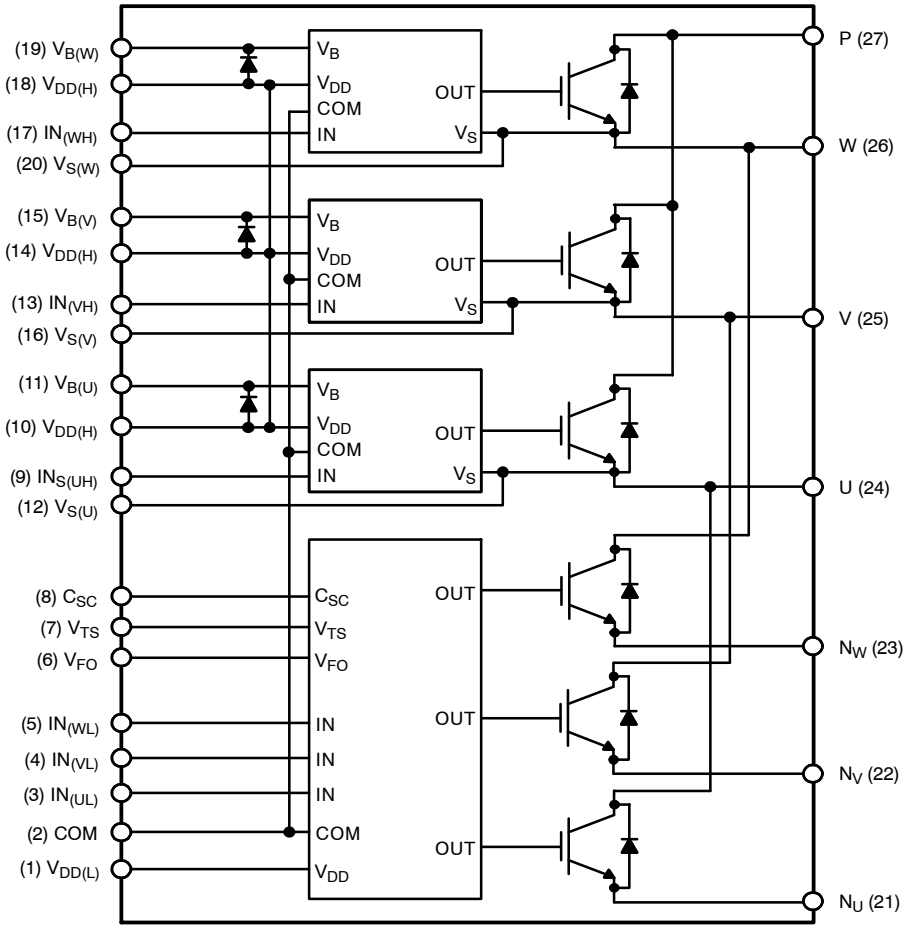

Figure 2. Internal Block Diagram
- 600 V − 50 A IGBT inverter for three−phase DC / AC power conversion (Please refer to Figure 2)